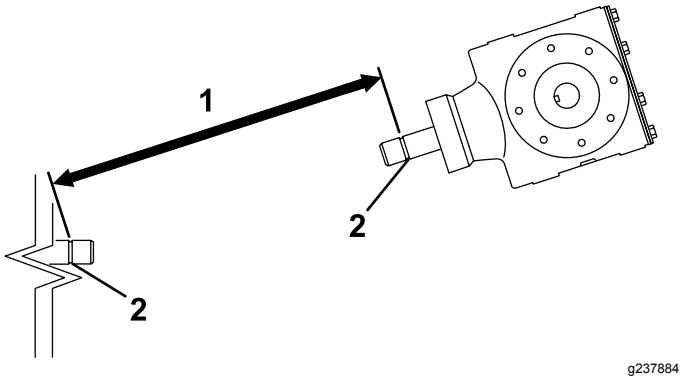
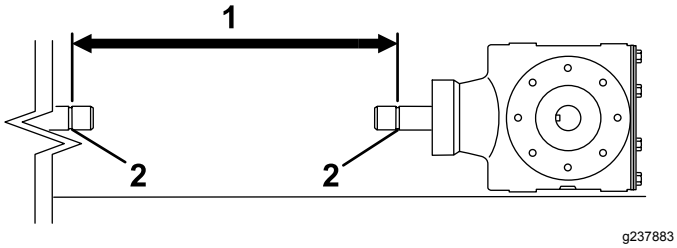
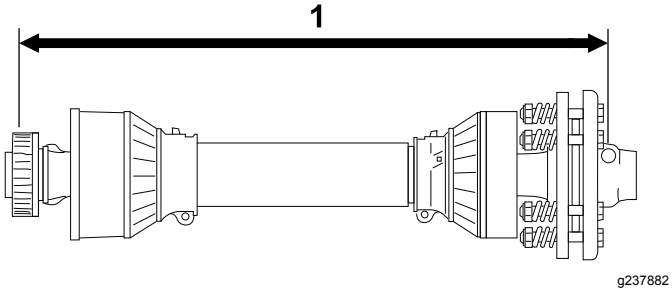

Figur 12
Figur 14
Figur 15
3. Mät avståndet från låsskåran i änden av traktorns kraftuttagsaxel till låsskåran på kraftuttagsaxeln på luftarens växellåda (Figur 12). Notera avståndet. Exempel: 67 cm
5. Mät avståndet från låsskåran i änden av traktorns kraftuttagsaxel till låsskåran på kraftuttagsaxeln på luftarens växellåda (Figur 14). Notera avståndet. Exempel: 70 cm
6. Mät avståndet från mitten på låspinnskulan i ena änden av kraftuttagsaxeln till mitten på låspinnen i den andra änden (Figur 15). Notera avståndet. Exempel: 81 cm
7. Ta det minsta av de två avstånden i Figur 14 och Figur 12 och dra bort det avståndet från avståndet i Figur 15. Exempel: 81 cm minus 67 cm är lika med 14 cm.